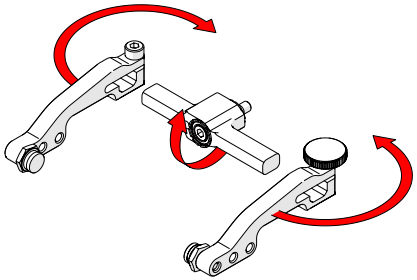

Fig. 157 - Flip yoke and reverse arms
3. Flip the yoke 180° and reverse the probe holder arms *(Fig. 157)*.